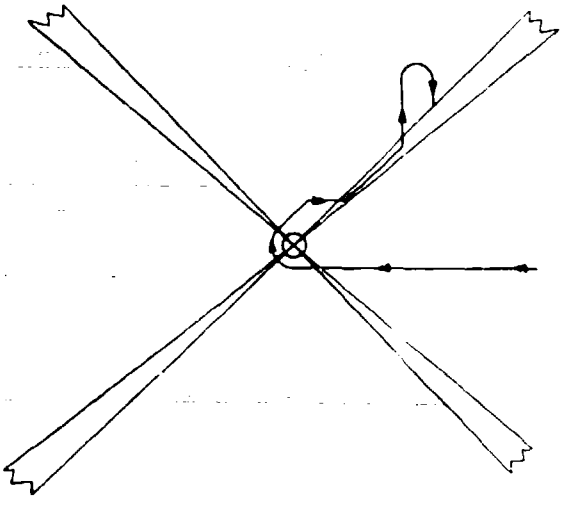

Figure 16–4. Close-in procedure
4. Continue the proper bisector heading until you have intersected one of the two possible beams. (See Figure 16–3.)